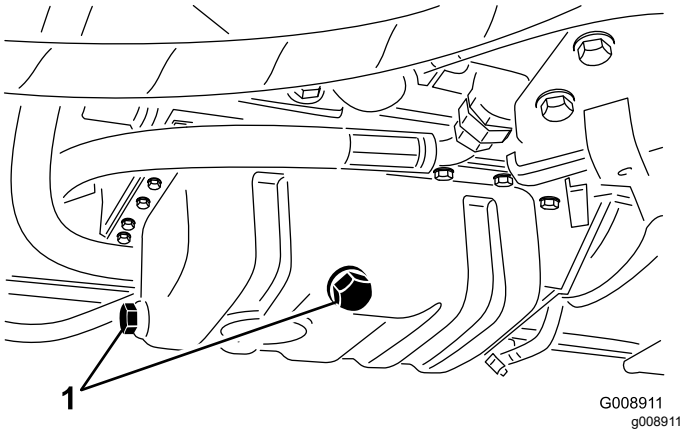

Figur 63
3. Fjern en af aftapningspropperne (Figur 63) og lad olien løbe ned i dræningsbakken. Når olien holder op med at løbe, skal aftapningsproppen sættes på plads.